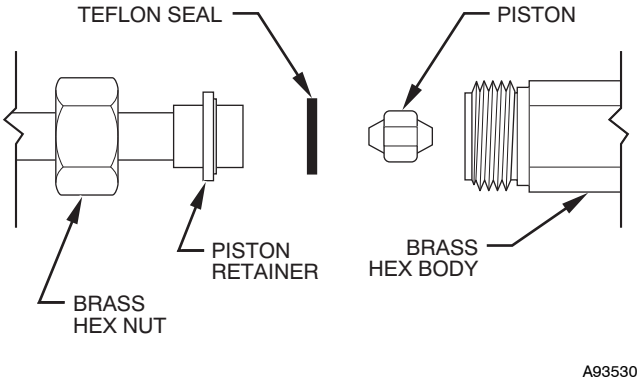

Fig. 25 - Refrigerant Flow-Control Device (For FB)
2. Recover remaining refrigerant from tubing and coil through gage port on vapor-tube service valve. Disconnect refrigerant (liquid) tube from piston body. (See Fig. 25.)